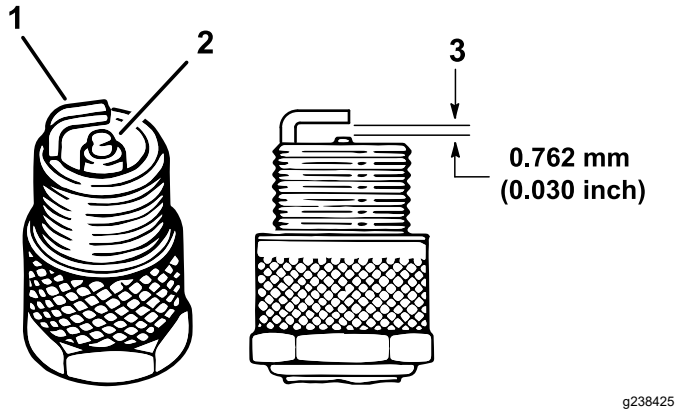

Figura 37
4. Verifique o estado dos elétrodos lateral e central, bem como do isolante do elétrodo central, certificando-se de que não se encontram danificados (Figura 37).
5. Ajuste a folga existente entre a zona central e lateral do elétrodo para 0,76 mm, como se mostra na Figura 37.